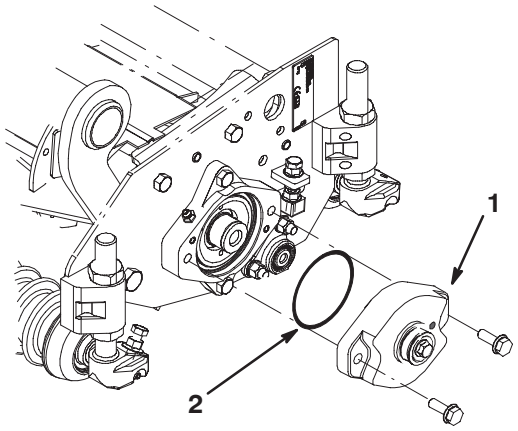

Figure 21
8. Remove the (2) bolts securing the drive assembly to the left end of the cutting unit. Remove and discard the drive assembly and O–ring (Fig. 21).